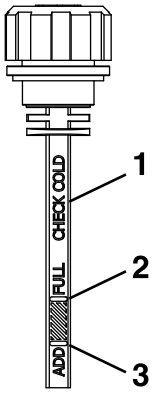

Figure 35
6. Remove the cap again and check the level of the oil on the dipstick. See Figure 35 for oil levels.